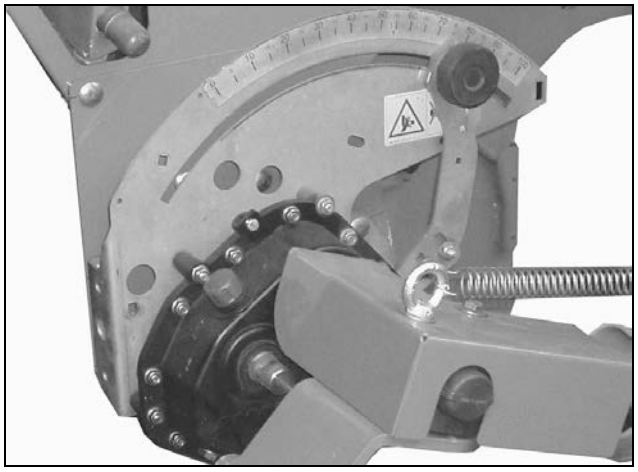

図 23
- シフトレバー（図 23/2）を手動で設定します。目盛り値が大きくなるほど、播種量が多くなります。
- サーボモーター（図 23/1）がシフトレバー（図 23/2）を調整します（オプション）。